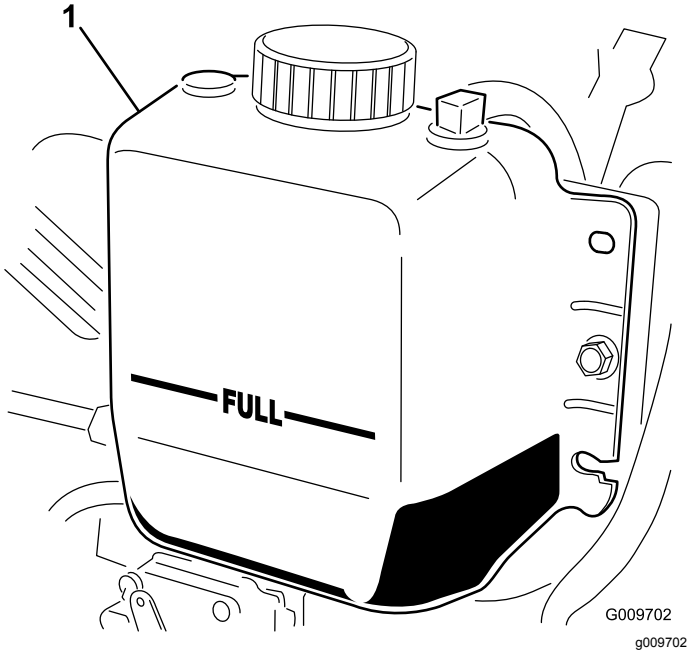

Figura 19
2. Compruebe el nivel de refrigerante del radiador. El radiador debe llenarse hasta la parte superior del cuello de llenado, y el depósito de expansión debe llenarse hasta la marca Lleno (Figura 19).